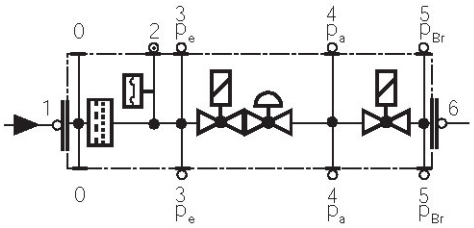

Fig. 26
- Pulire o sostituire il filtro se la differenza di pressione fra i punti 1 e 3 (Fig. 26) è $\Delta p > 10$ mbar.
- Pulire o sostituire il filtro se la differenza di pressione fra i punti 1 e 3 (Fig. 26) risulta raddoppiata dall'ultimo controllo.